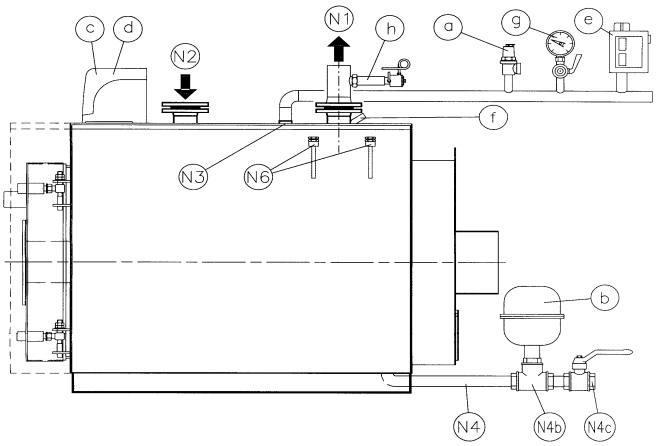

Рис. 1
3.2.1 ВОДОГРЕЙНАЯ ТЕПЛОВАЯ УСТАНОВКА С ЗАКРЫТЫМ РАСШИРИТЕЛЬНЫМ БАКОМ – Мощность топки ≤ 300.000 ккал/ч - давление 5 бар (Рис. 1)